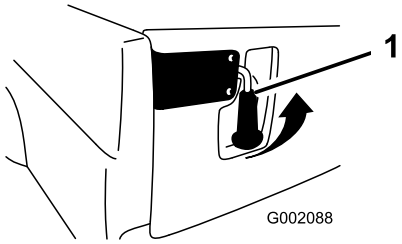

Figur 26
1. Løft låsehåndtagene opad for at åbne bagsmækkens låse (Figur 26). Låsene springer ud mod midten af bagsmækken. Sænk langsomt bagsmækken.